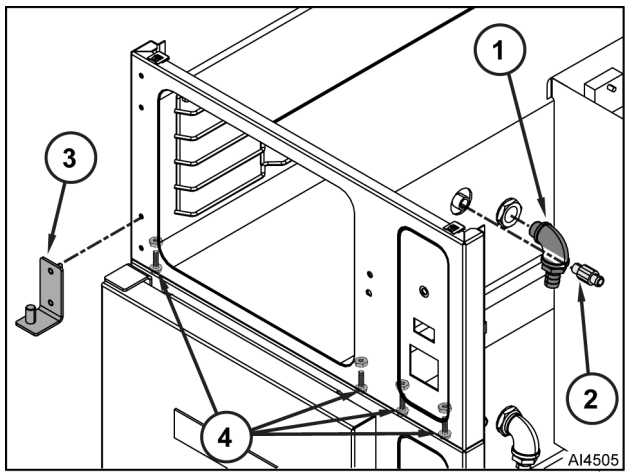

Fig. 44
5. Remove bolts (4, Fig. 44) and nuts that secure cooking compartment front panel to lower cooking compartment.
6. Remove lower hinge (3) from front panel.
7. Remove vacuum breaker (2).